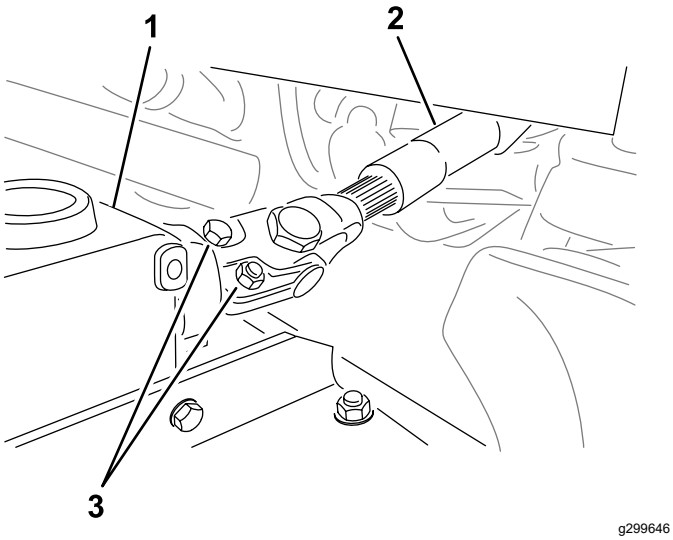

Figuur 17
3. Wanneer u de aftakas aan de tandwielkast monteert, monteert u elk paar bouten (5/16" x 2") en moeren (5/16") tegenover elkaar (Figuur 17) en draait u de moeren vast met een torsie van 40 N·m.